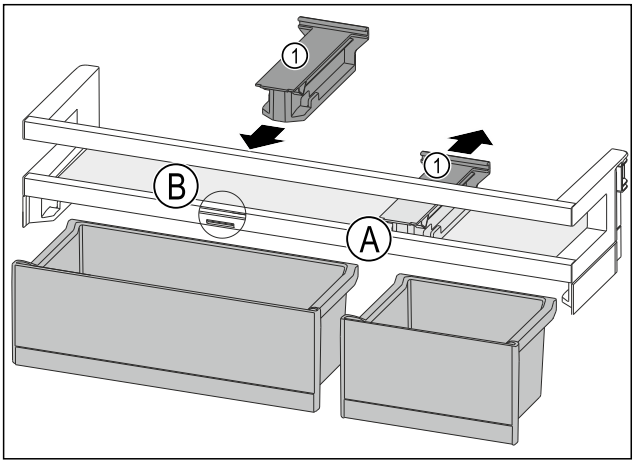

Fig. 156
▶ Retirer la pièce de retenue *Fig. 156 (1)* en position *Fig. 156 (A)* vers l'arrière.
▶ Mettre la pièce de retenue *Fig. 156 (1)* en position *Fig. 156 (B)*.